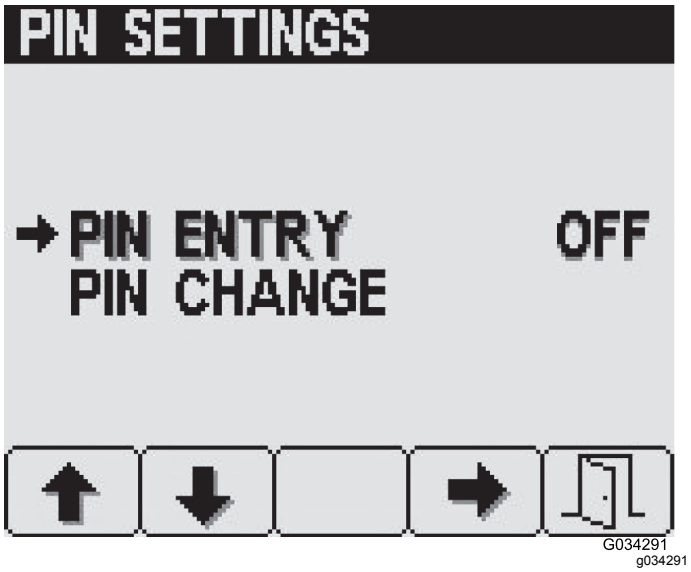

Figur 33
3. Fra skærmen Pinkodeindstillinger skal du trykke på knap fire for at vælge Indtastning af pinkode, og slå pinkoden ON (Til) eller OFF (Fra)(Figur 33).